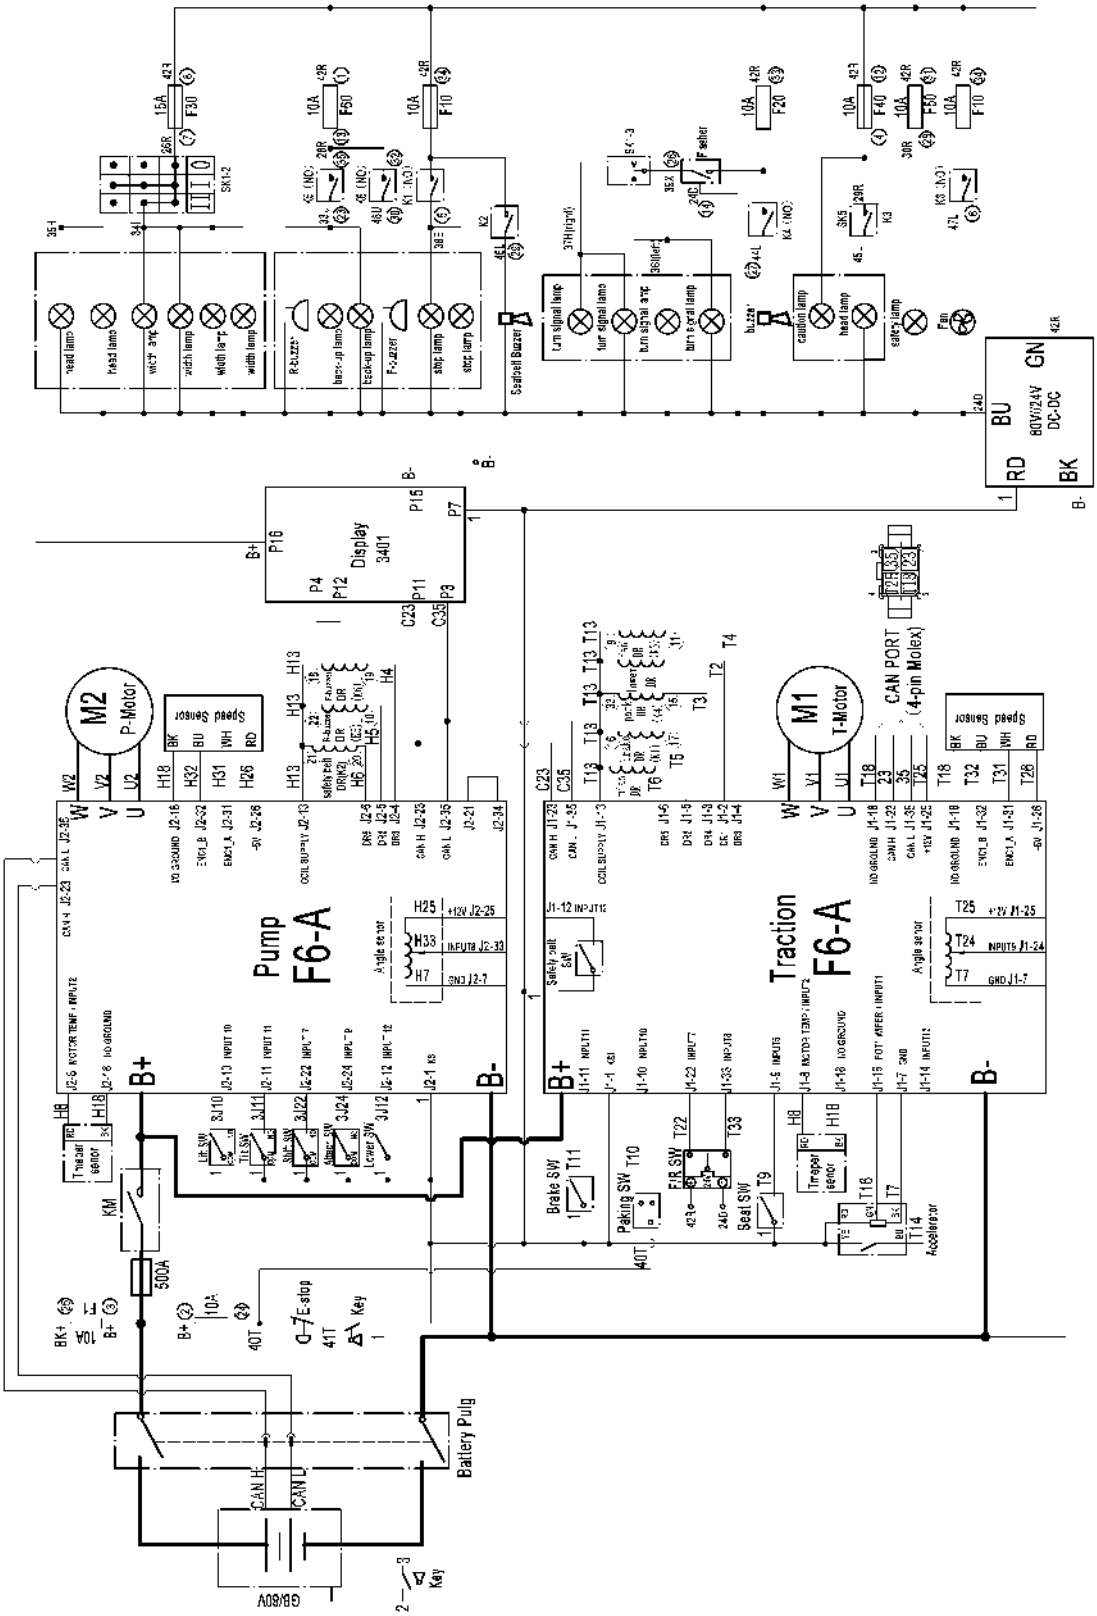

Figure2-12 Electrical schematic diagram—Curtis
(1) Shorten the putter;
(2) Adjust the pedal limit bolt, as shown in Figure 2-12. (b) Adjust the pedal height;
(3) Adjust the length of the push rod until the front end of the push rod contacts the piston of the main pump, and then retreat 1-2 turns to ensure that the free travel of the pedal is between 10mm-20mm;
(4) Lock the push rod nut and pedal limit bolt nut.
4.2.1 Electrical schematic diagram—Curtis(Figure2-12)